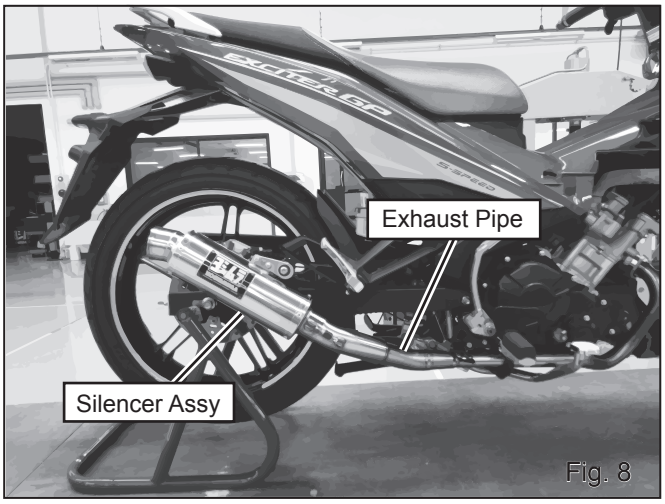

Fig. 8
7) Install Silencer Assy to Exhaust Pipe. Then, fix them with 2 of Exhaust Spring (See Fig. 8 & 9).